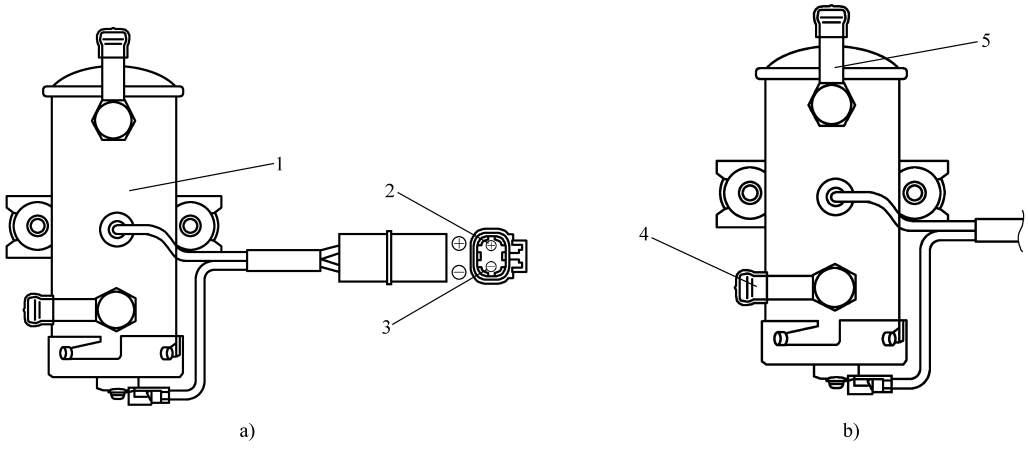

图 6-23　电动输油泵
① 电动输油泵见图 6-23。电动输油泵由 24V 电源电压驱动，它的作用是将油箱中的燃油吸出，然后送入供油泵。